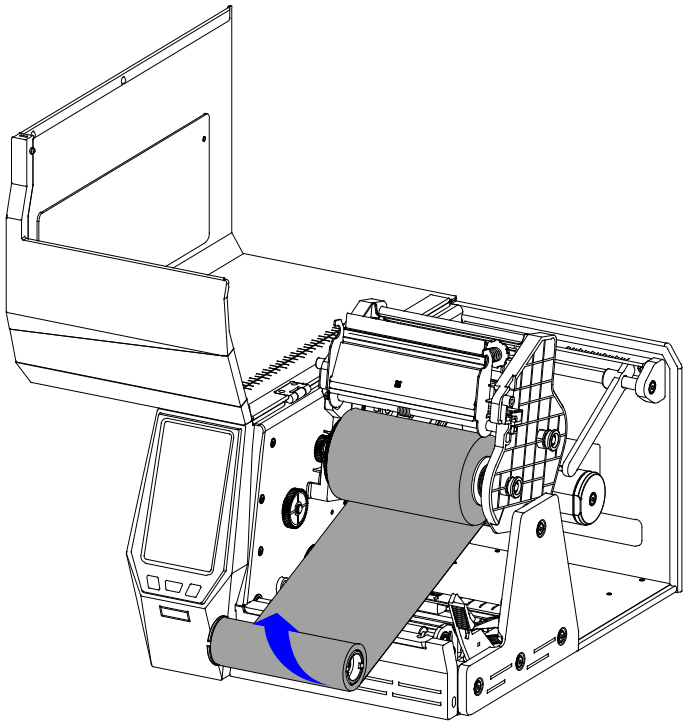

Figure 2-13 Wrap Ribbon on the Core
6. Route the ribbon through the Printhead Module and wrap the end of the ribbon around the spare core. See Figure 2-13.